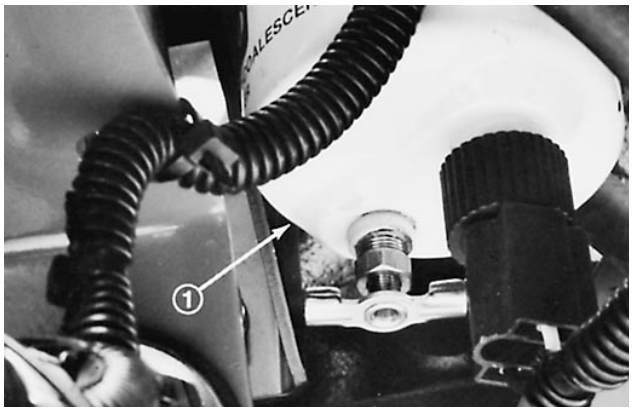

Afbeelding 23
2. Draai de ontluchtingsschroef op het brandstoffilter/waterafscheider los. Dit bevindt zich links beneden op de motor (Afb. 23).